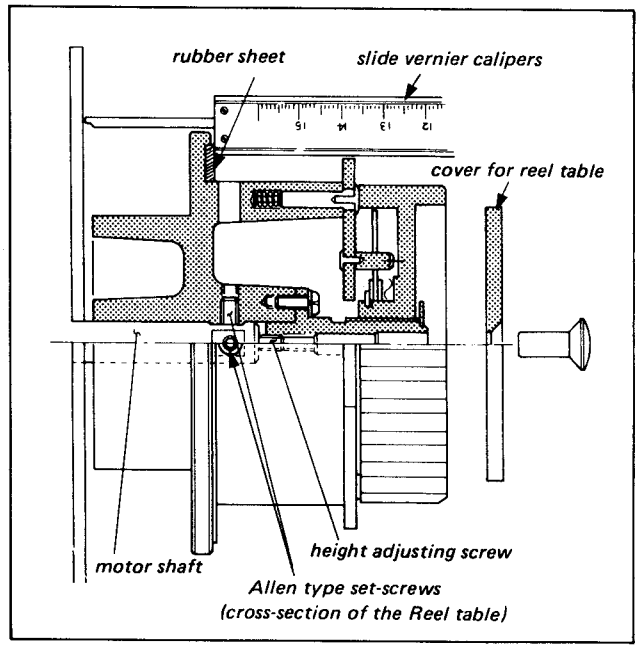

Fig. 5-6. Reel table replacement (power off mode)
1. Measure the height of the Reel Table before removing the reel table with using a slide vernier calipers as shown in Fig. 5-6. Take note of the measure value.
2. Using an Allen wrench, loosen two set-screws (shown in Fig. 5-6.) that secure the Reel Table on the Reel Motor Shaft. Push – down the Brake Solenoid iron core so that the Brake Band is released. Remove the Reel Table.